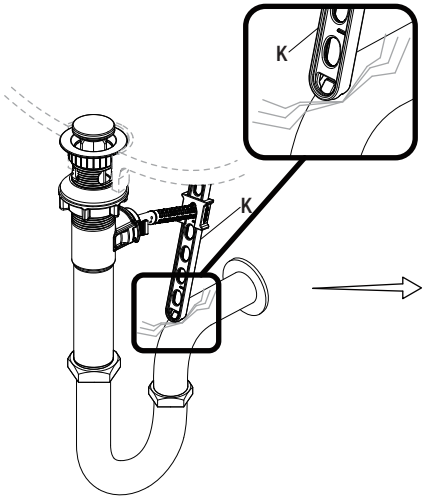

Fig. 1
- □ Si la presilla de la varilla de elevación (K) interfiere con tu instalación, como se muestra en la Fig. 1, la presilla de la varilla de elevación (K) puede recortarse.